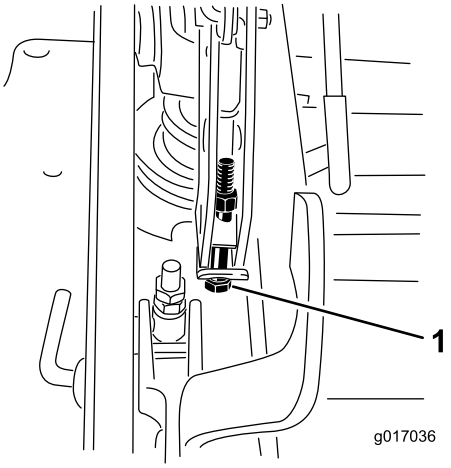

Figur 91
13. Hvis skjoldet er for lavt, skal bolten til enkeltpunktsjusteringen drejes med uret, så den strammes. Hvis skjoldet er for højt, skal bolten til enkeltpunktsjusteringen drejes mod uret, så den løsnes (Figur 91).